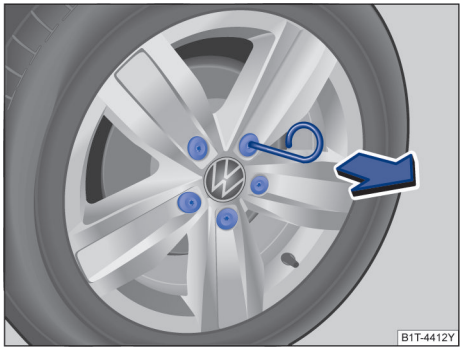

图 242 从车轮螺栓上拔下盖罩
– 将钢丝钩穿过开口插入盖罩内→图 242，然后沿箭头方向将其拔下。